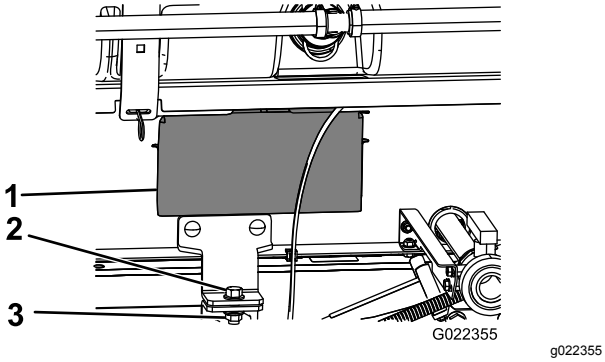

Figur 13
12. Använd åtkomstpanelerna på båda sidorna av tankplattformen för att kontrollera att inga slangar eller kablar har klämts fast (Figur 13).
15. Fäst tankplattformen mot ramen med en skruv (½ x 1½ tum) och en låsmutter (½ tum) i enlighet med Figur 13.